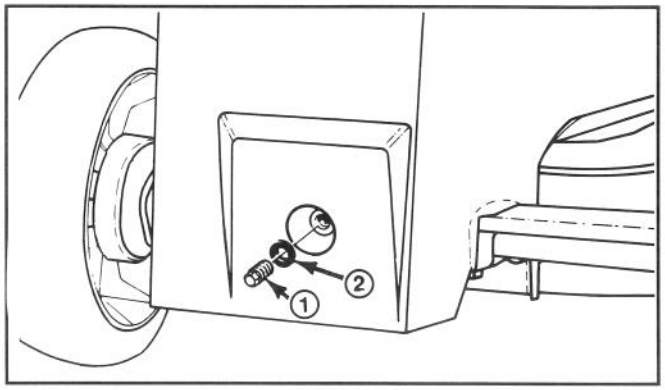

Afbeelding 29
4. CONTROLEREN VAN HET NIVEAU VAN DE TRANSMISSIE-OLIE—Reik tussen het vlakke gedeelte en de tandwielkast en veeg het deel rond de plastic dop van de tandwielkast schoon (Afb. 29). Verwijder de dop en pakking van de tandwielkast en let op olie die eventueel uit de opening druipt. In dat geval de dop en de pakking snel terug aanbrengen omdat er dan voldoende olie is. Als er geen olie druipt moet er transmissie-olie bijgevuld worden: zie stap 5.